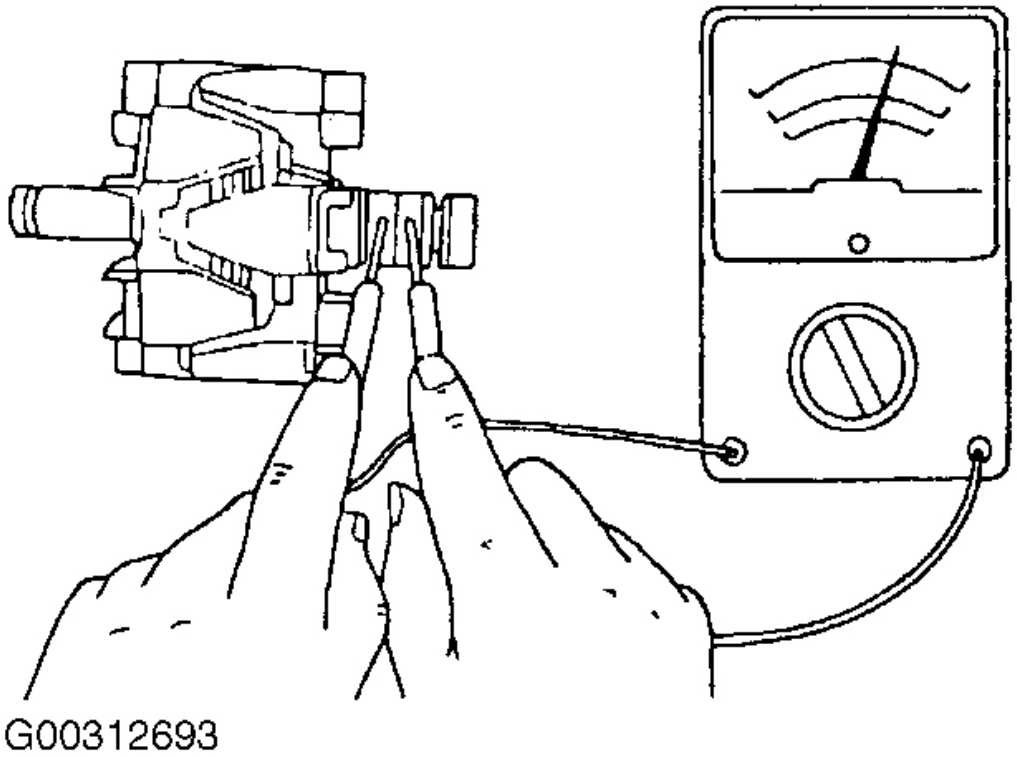

Fig. 19: Medición de la resistencia entre los anillos de deslizamiento
1. Medir la resistencia entre los anillos de deslizamiento con un ohmímetro. Si no está dentro de la resistencia normal, cambiar el rotor. Ver **La Fig. 19** .